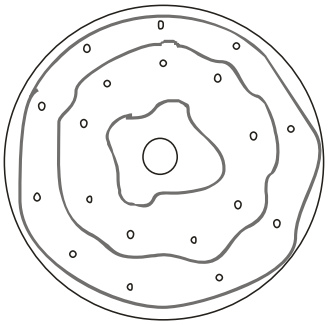

Rys. 3. Schemat nakładania silikonu
1. Nałożyć silikon na powierzchnię blachy słupa wg schematu (Rys. 3).